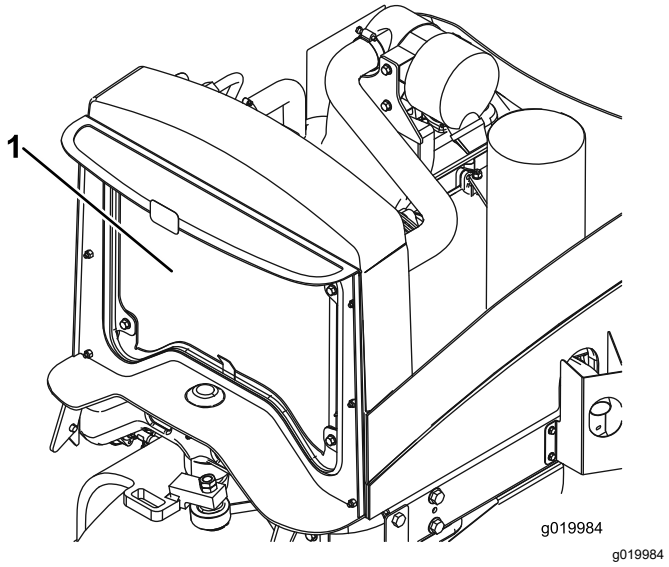

Figur 61
4. Rengør begge sider af køleren grundigt med trykluft (Figur 61).